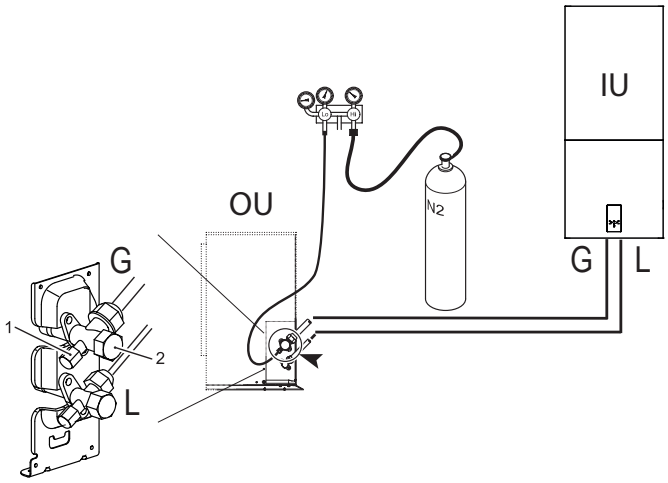

fig. 14 - Test d'étanchéité à l'air et détection des fuites
- Avec les robinets de l'unité extérieure complètement fermés, enlever le bouchon du robinet de service (réf 1 - fig. 14) et le raccord (réf 2 - fig. 14) du robinet de gaz (le plus grand)